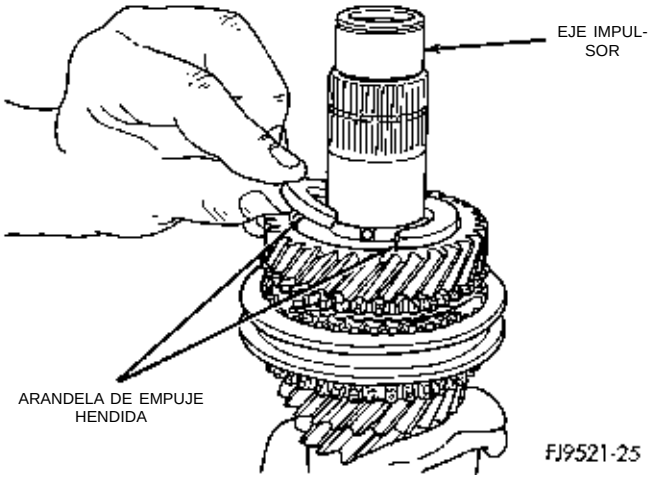

Fig. 83 Desmontaje de la arandela de empuje hendida
(5) Retire la arandela de empuje hendida (Fig. 83).